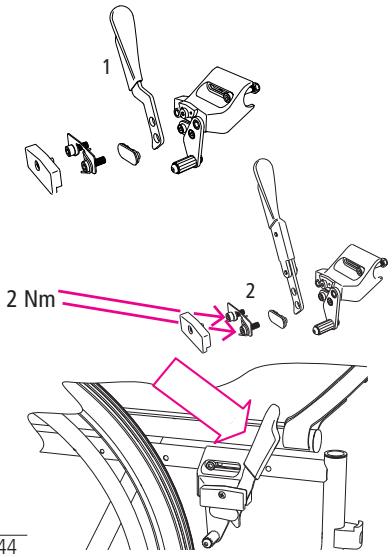

fig. 44
1. Smontare interamente la leva freno standard come illustrato nell'immagine (1, fig. 44).
2. Montare ora la prolunga della leva freno (2, fig. 44) sulla sedia nella sequenza inversa.